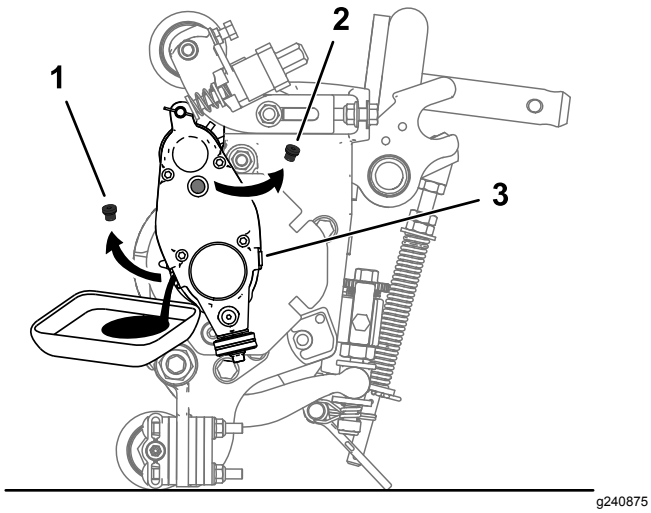

Bild 25
5. Kippen Sie die Schneideinheit nach hinten auf den Ständer, bis der Ablassanschluss unten ist, um ein komplettes Ablassen sicherzustellen (Bild 25).